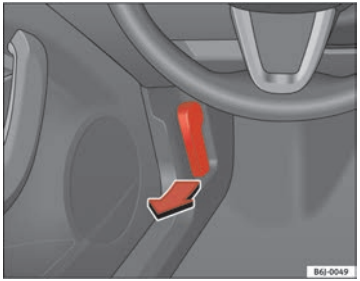

Fig. 112 Palanca apertura capó motor
– Tire de la palanca que se encuentra bajo el tablero de instrumentos ⇒ fig. 112 en el sentido que indica la flecha. El capó queda desbloqueado por la acción resorte del muelle ⇒ ⚠.